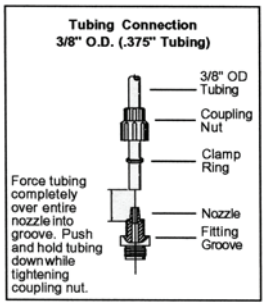

Figure 2. 3/8-In. Chemical Tubing Connections.
6. Position the raw water hoses and adaptors and connect the 3/8 in. tubing to the inlet of Chemical Injection Check Valve V-613 on Adaptor A-11. (See Figure 2 for connection detail)